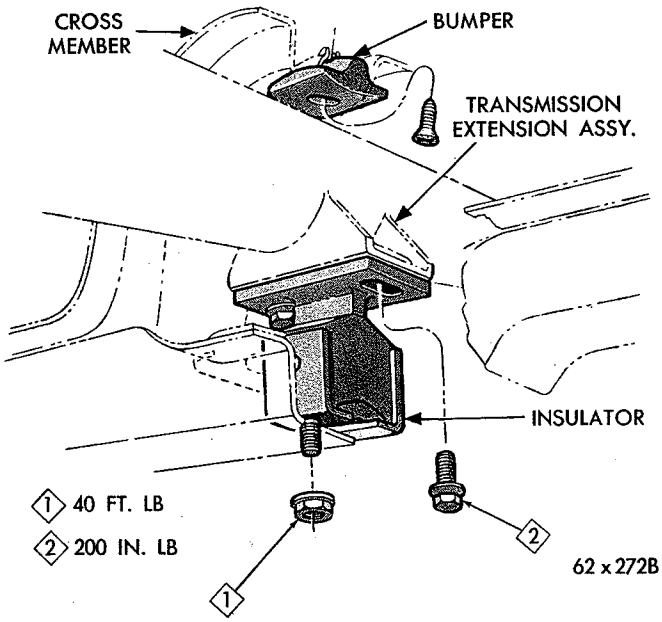

*Fig. 4—Engine Rear Support (106" Wheelbase)*
(3) Remove radiator and heater hoses and remove radiator.
(4) Remove closed vent system from cylinder head cover.
(5) Disconnect fuel lines, carburetor linkage and wiring to engine.
(6) Disconnect exhaust pipe at manifold.
(7) Raise vehicle on a hoist.
(8) Drain converter housing and transmission. Remove oil cooler lines, filler tube and shift cable.
(9) Remove clutch torque shaft, brake cables and rods.
(10) Remove speedometer cable and gear shift rods.
(11) Disconnect propeller shaft and tie-up out of way.
(12) Install engine support fixture Tool C-3806 to support rear of engine.
(13) Remove engine rear support crossmember (Figs. 4, 5 and 6).
(14) Remove transmission bolts from clutch housing.
(15) Remove transmission.
(16) Lower vehicle.
(17) Install engine lifting fixture Tool C-3804 to cyl-